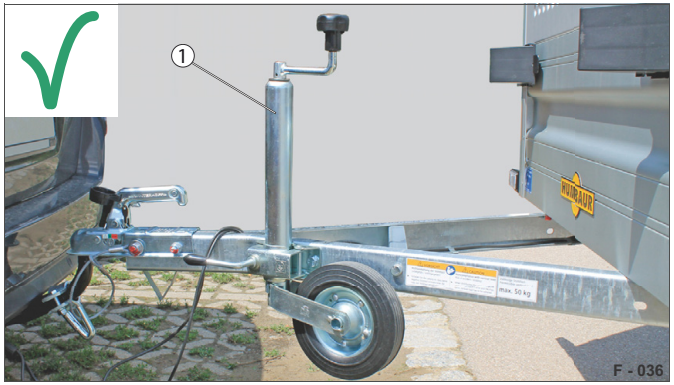

Abb. 6 Podpěrné kolo (v jízdní poloze) správné
- ▶ Před jízdou podpěrné kolo zcela vytočte klikou / zvedněte do výšky (viz Abb. 6).